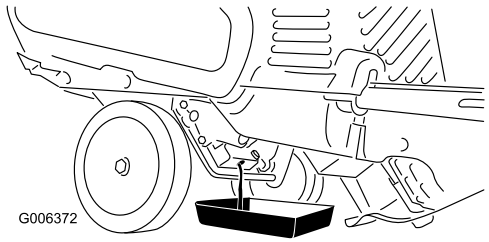

Рисунок 29
3. Поместите поддон для масла под сливную пробку, выверните сливную пробку, наклоните снегоочиститель назад и вылейте использованное масло в поддон Рисунок 29).